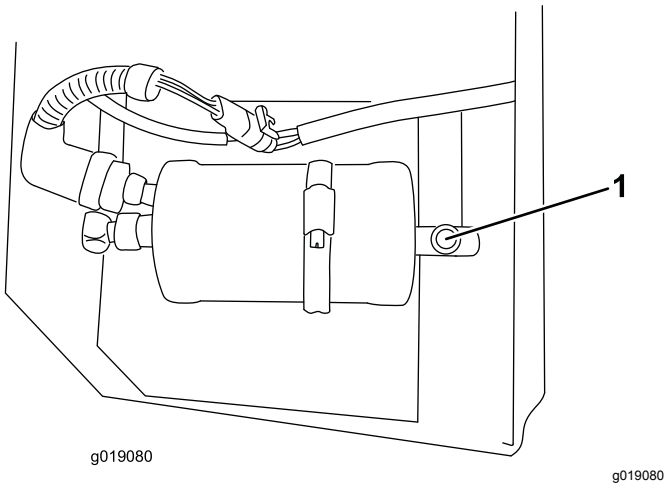

**Figura 15**
1. Utilizando o indicador no depósito de recolha, verifique o nível do líquido de refrigeração (Figura 15).